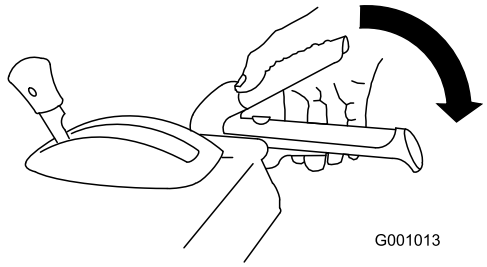

Figur 39
2. Aktivera matarskruv-/impellerspaken och håll den på plats (Figur 39).